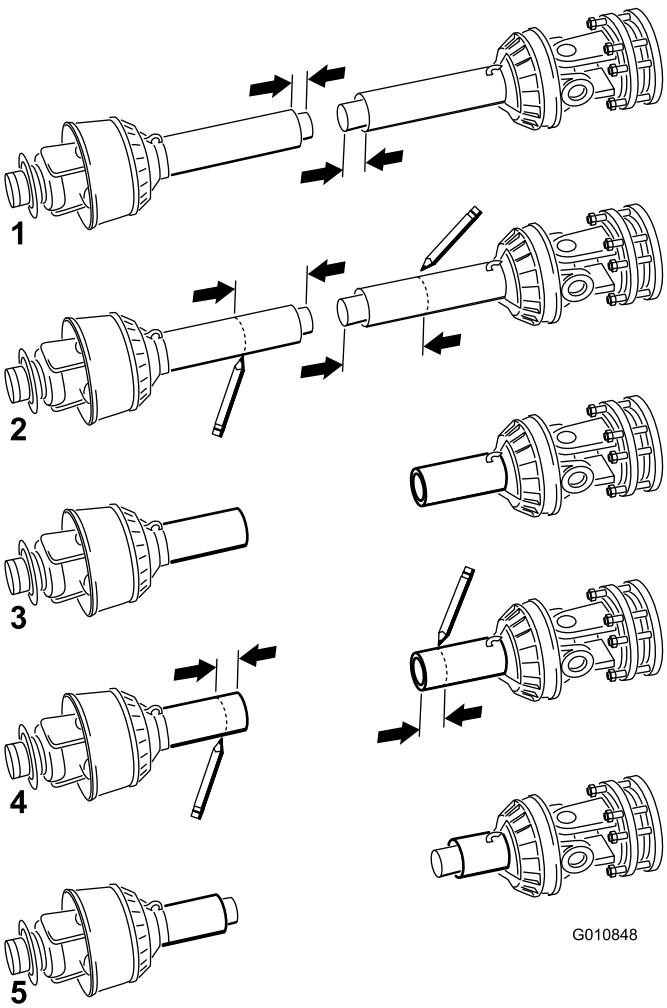

Figur 18
11. Skill de to halvdelene på kraftuttaksakselen (Figur 18, fig. 1).
12. Mål avstanden fra enden av hvert rør til sikkerhetsverneplatene (Figur 18, fig. 1). Noter avstandene.
13. Ved å bruke målene i trinn 8, finn, marker og kutt av verneplaten og røret på hver av kraftuttakets halvdeler (Figur 18, fig. 2 og 3).
14. Ved å bruke målene fra trinn 11, finn, marker og kutt av verneplatene, for å få tilgang til rørene Figur 18, fig. 4 og 5.